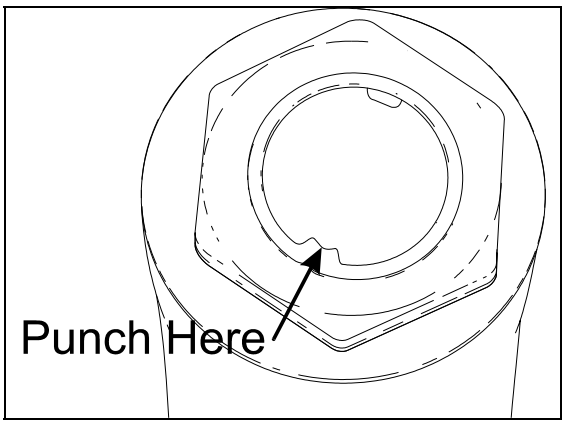

FIGURE 6: FIXING NUT PUNCH MARK 16098
3. Lock nut with sector shaft using a punch mark into the groove (Refer to figure 6).
The power steering reservoir is located on R.H. side of engine compartment and accessible through the engine compartment doors. (Fig. 6).